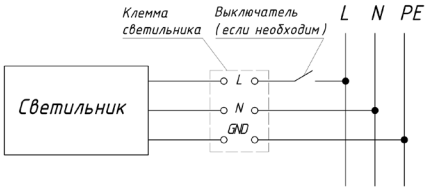

Рисунок 5. Подключение светильника к сети ~220В.
5.4. Подключение светильника к электрической сети ~220В (см.рисунок 5).